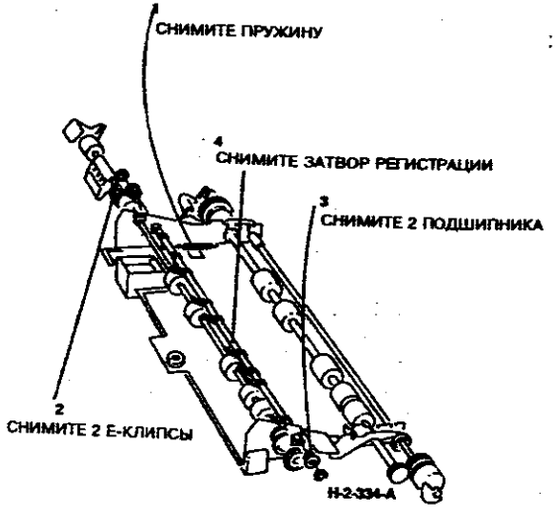

**Рисунок 2. Снятие затвора регистрации**
4. (Рисунок 2) Снимите затвор регистрации.